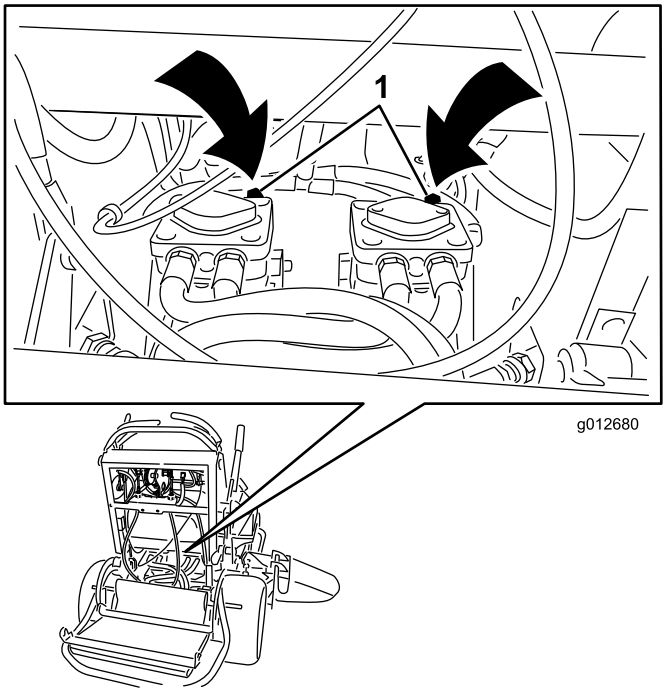

Figura 25
3. Abra a válvula de derivação em ambas as bombas rodando 1 a 2 voltas no sentido oposto aos ponteiros do relógio. Isto permite que o fluido hidráulico passe pelas bombas possibilitando a rotação das rodas (Figura 25).